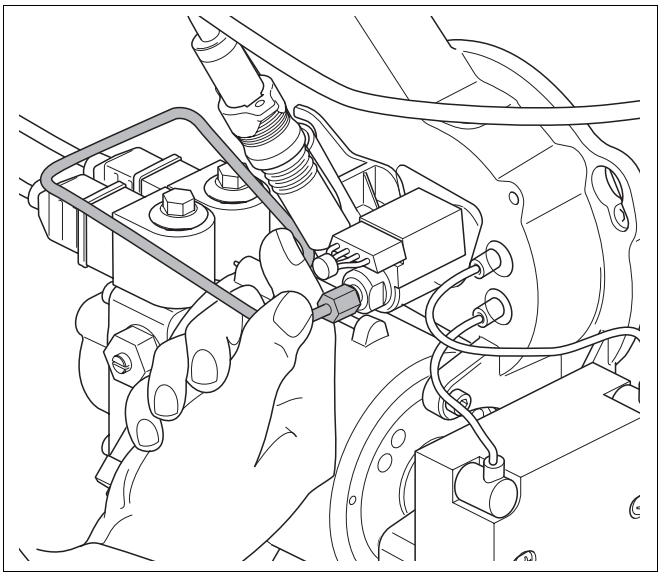

Bild 56 Ölleitung herausziehen
- Ölzuleitung (Bild 56) in der gezeigten Weise ca. 5 mm herausziehen